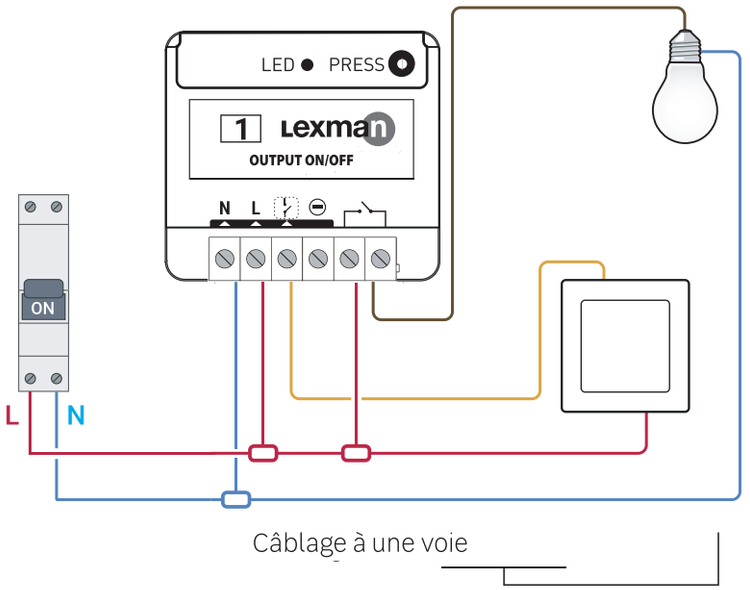

Rys. 1
3. **Podłączyć odbiornik ON/OFF zgodnie z rysunkiem.(Rys. 1).**